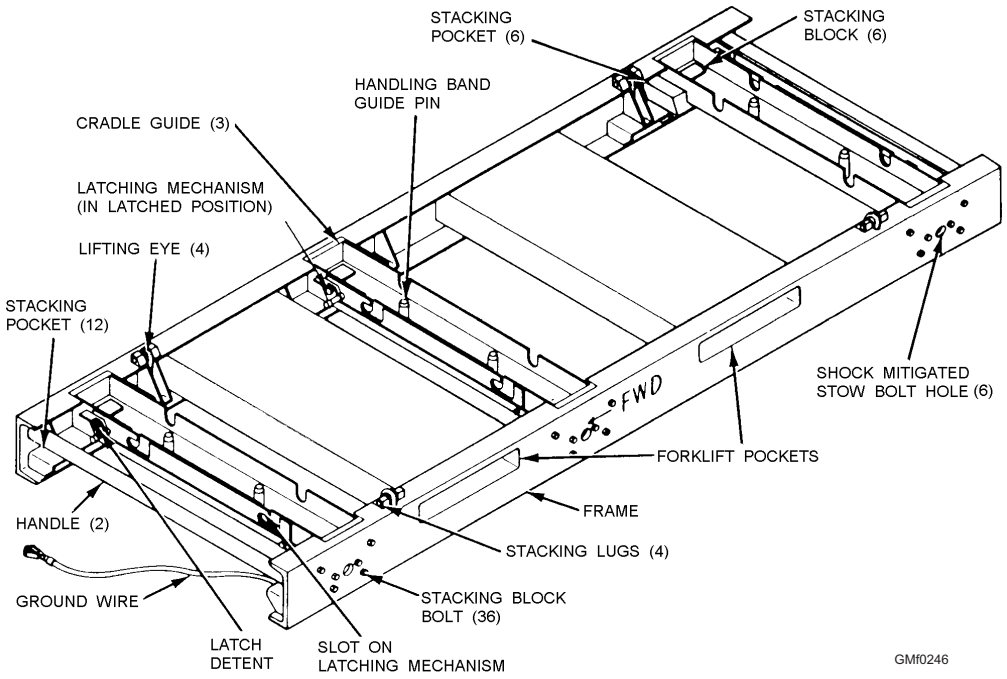

**Figure 2-46.—Mk 20 stowage cradle.**
**STOWAGE CRADLE**.—The Mk 20 stowage cradle is shown in figure 2-46. It is a welded aluminum frame with four lifting eyes and two forklift pockets. Three cradle guides accept and lock the Mk 79 handling bands in place. Stacking pockets are provided on the bottom of the side rails (frame) of the cradle.